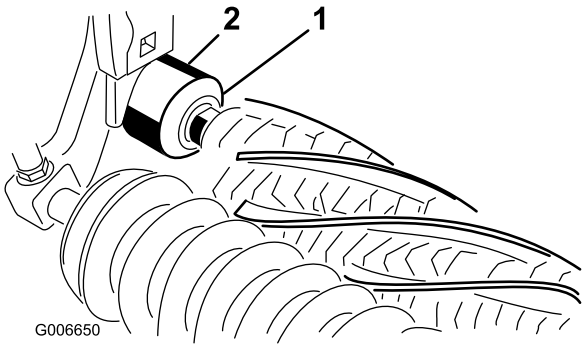

Figur 25
26. Kontroller, at tætningskanten på de enkelte pakninger er i let kontakt med hvert lejehus (Figur 25).